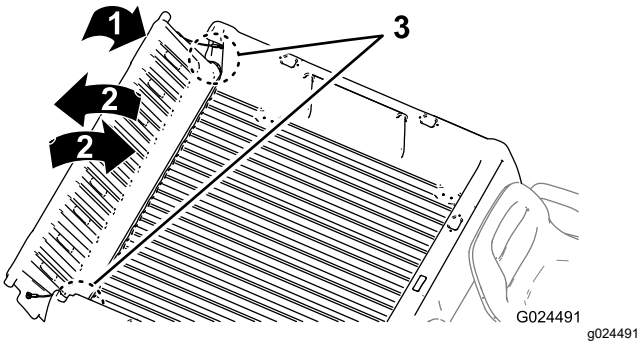

Figura 15
2. Gire el portón trasero a un ángulo de 45° aproximadamente (Figura 15).
3. Mueva el portón trasero varias veces hacia adelante y hacia atrás, con breves sacudidas (Figura 15).